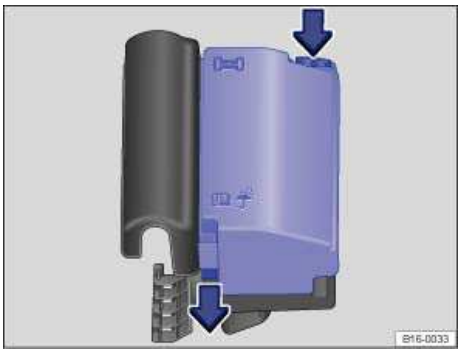

Fig. 176 In the engine compartment: Fuse box cover.
- Move the release tabs in the direction of the arrows ⇒ fig. 176 to unlock the fuse box cover.